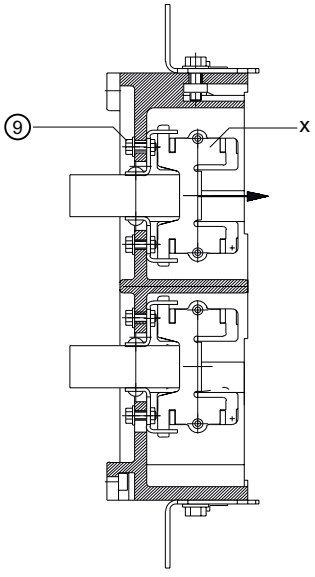

Рисунок 1
1. Выкрутить имеющиеся соединители. Для этого открутить крепежные винты ⑮ и вынуть соединители с пластинчатыми блоками (X) (Рисунок 1)